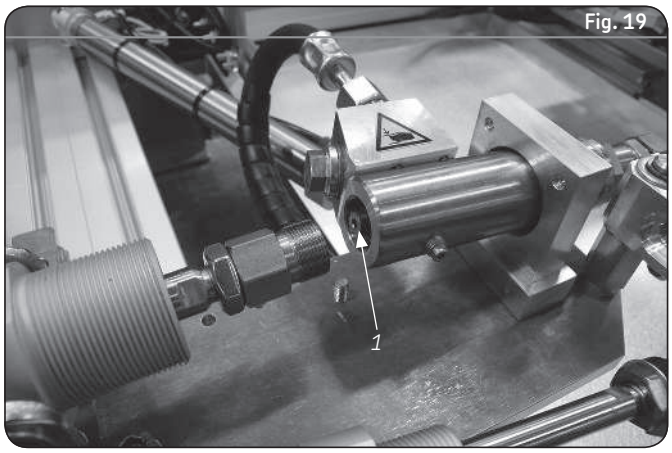

Fig. 19
- Una vez separados, puede ver el tope de dosificación en el inyector (**→ 1 fig. 19)**